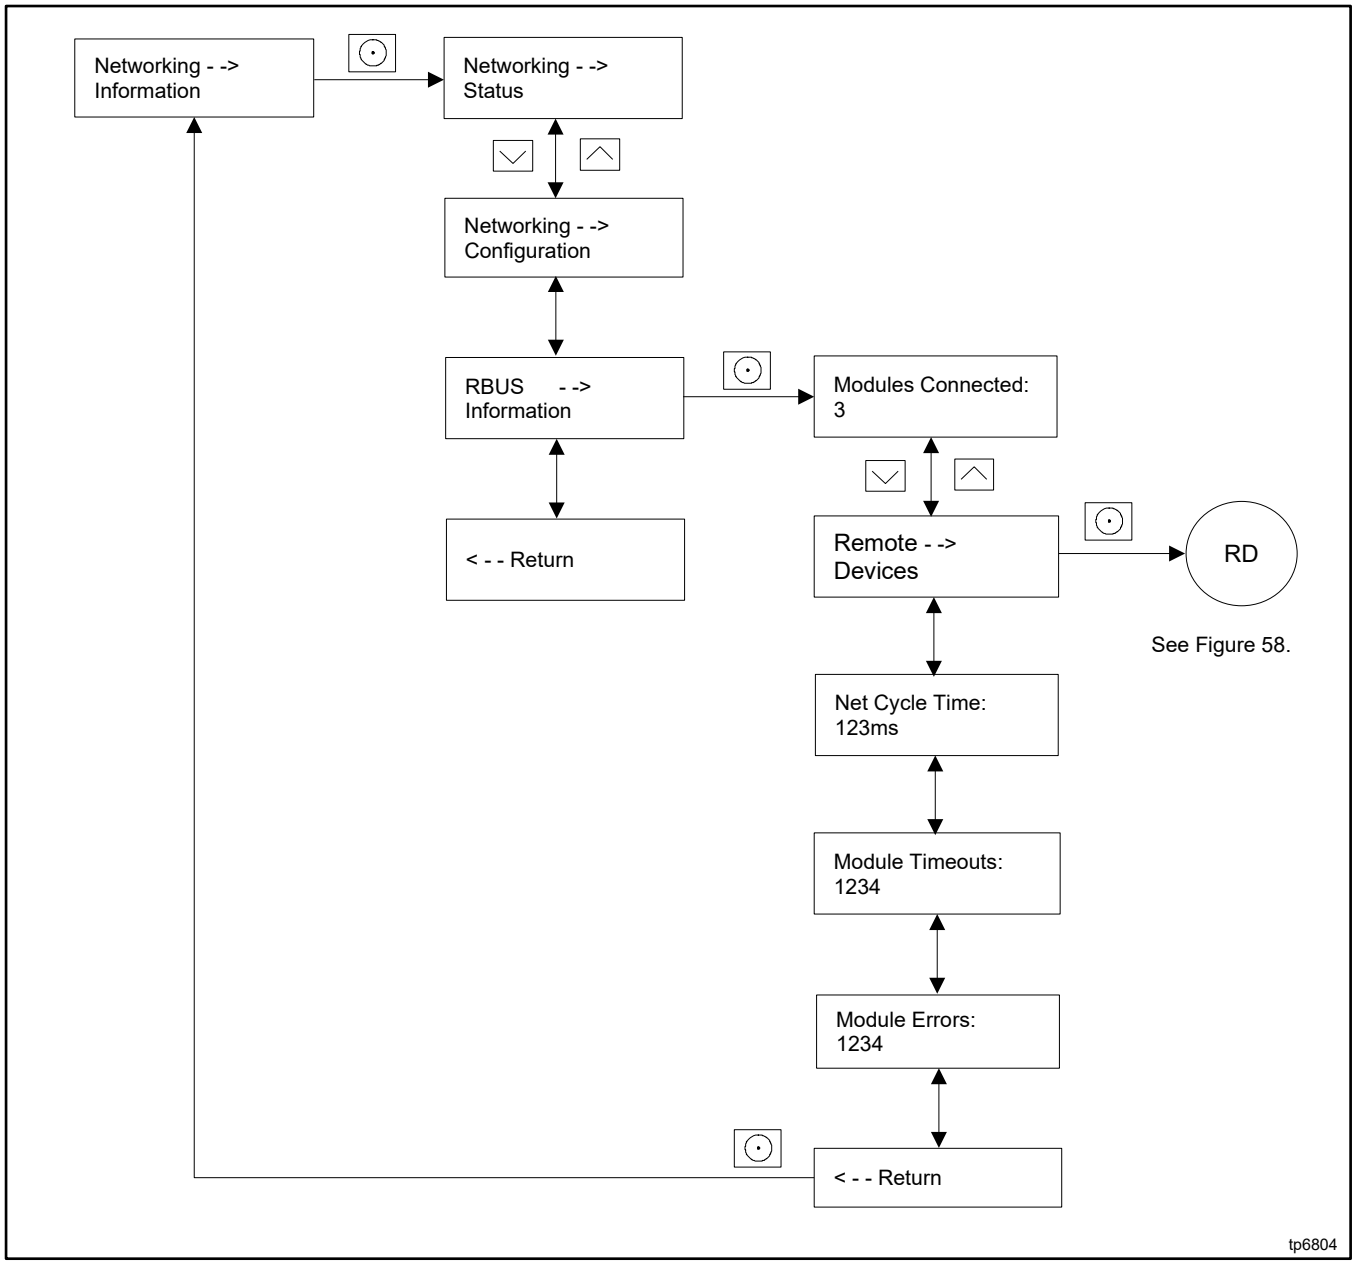
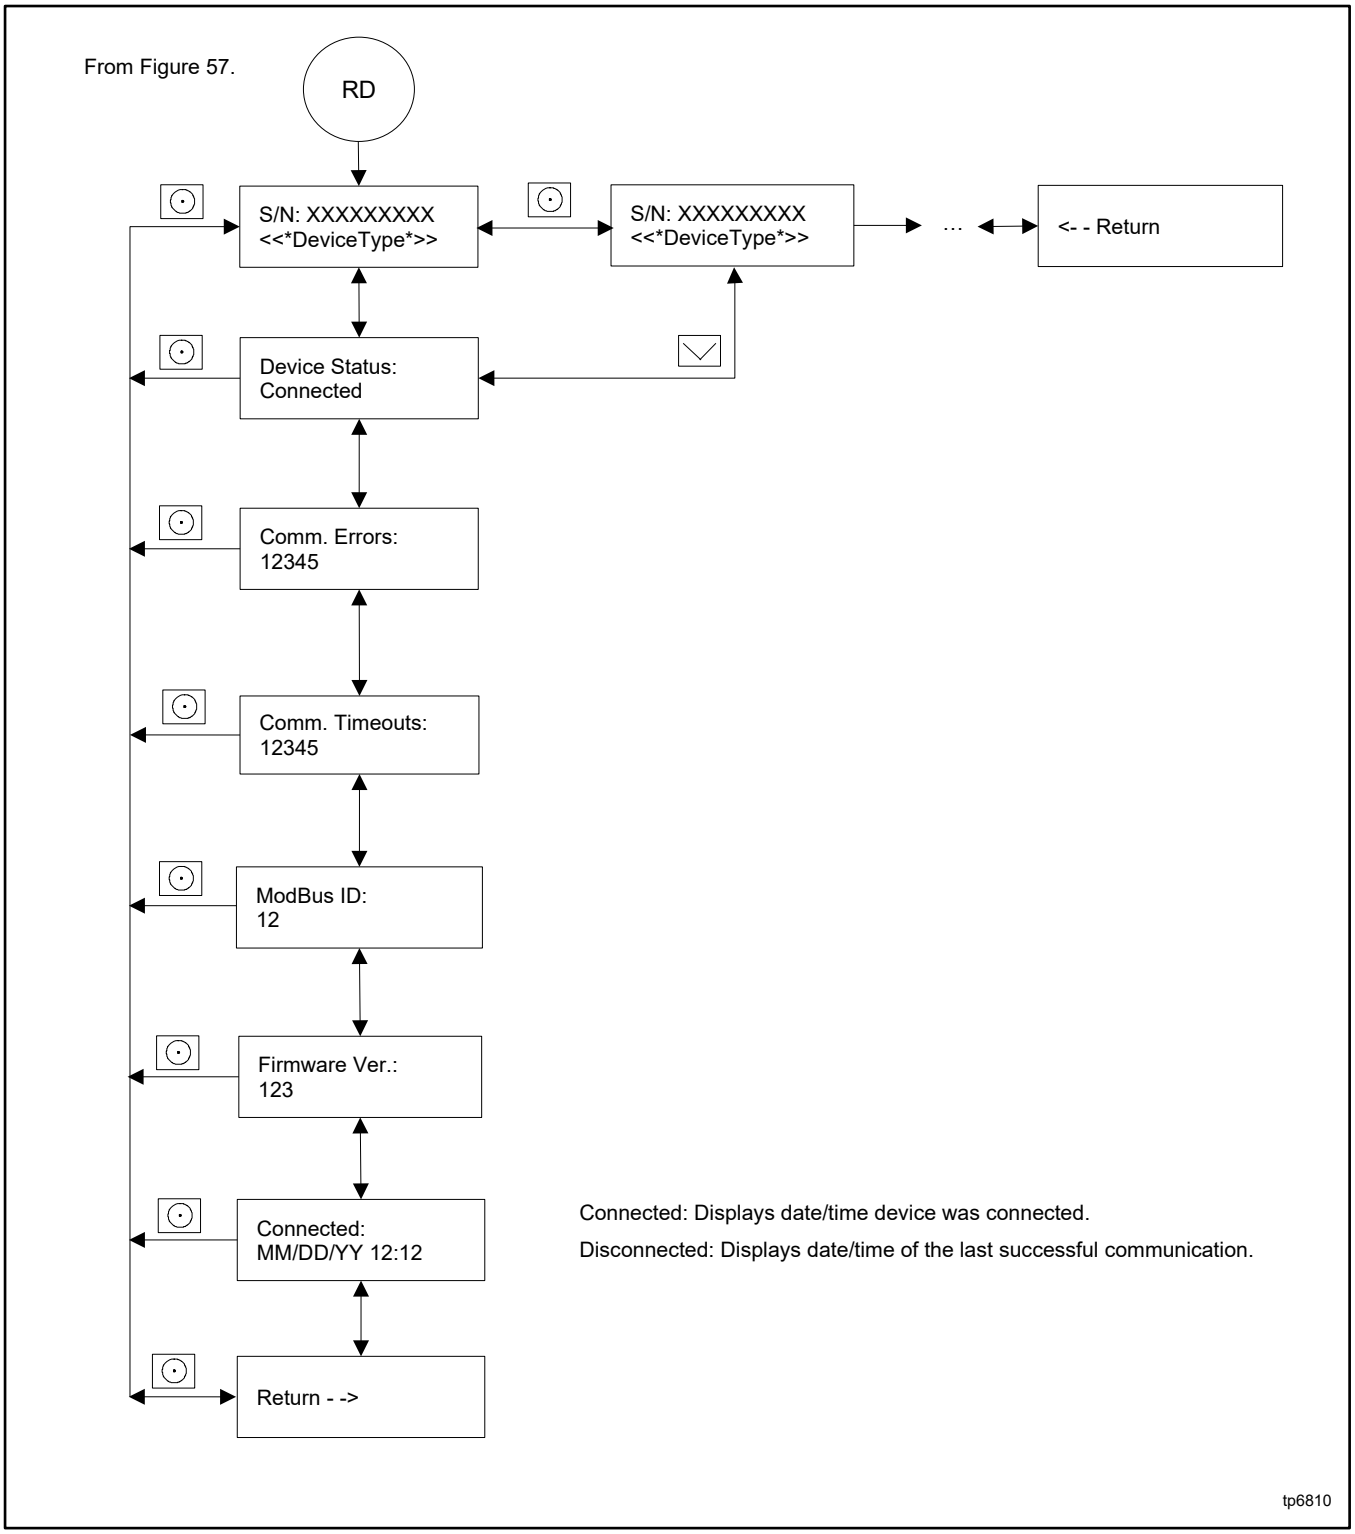

Figure 57 RDC2 Controller, Networking Information Menu
Figure 58 RDC2 Controller, Remote Devices Submenu
1. On the RDC2 controller, navigate to the Networking Menu and check the number of modules connected and the information for remote devices. See Figure 57 and Figure 58. The number should equal the number of RBUS devices connected, including the load management device, RXT transfer switch (if used), APM (if used), and the PIM (if used). A Model RDT transfer switch is not an RBUS device. Power relay modules connected to the load management device are not RBUS devices.